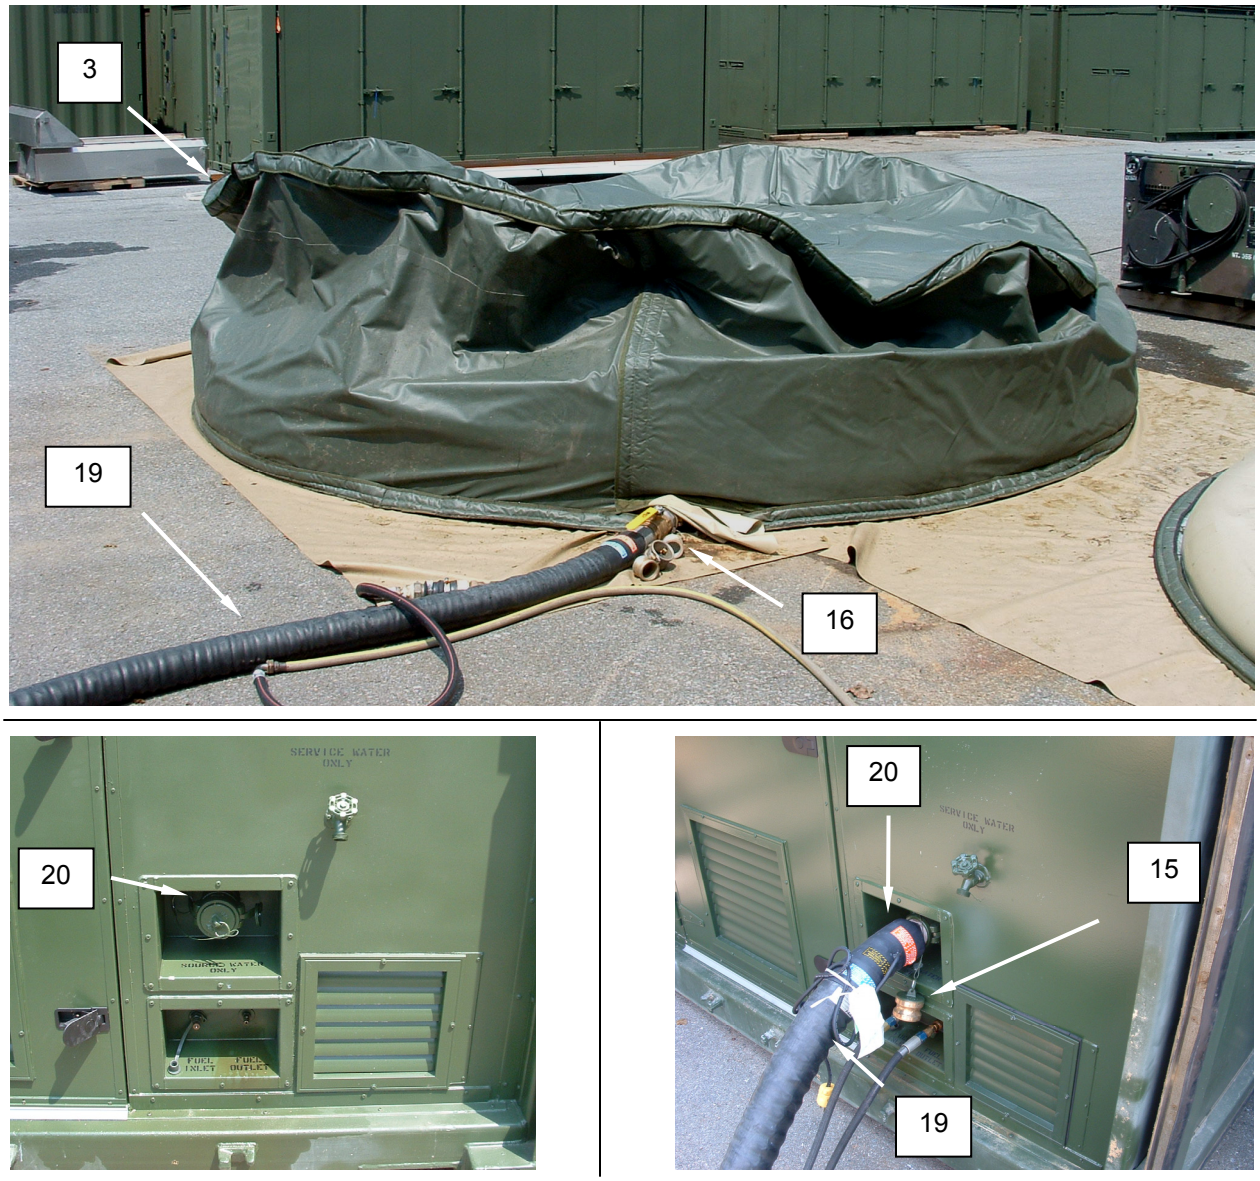

Figure 7. Set Up the Source Water 3000-Gallon Water Tank.
4. Lay out the 2-in. x 20-ft cold water supply hose **(Figure 7, Item 19)** from the water inlet connection **(Figure 7, Item 20)** on the service panel at the washer end of the CBL to the connector on the water shutoff valve **(Figure 7, Item 16)**.
5. Remove the dust cap **(Figure 7, Item 15)** from the hose and water inlet connection **(Figure 7, Item 20)** on the service panel and connect hose **(Figure 7, Item 19)**. Remove the dust cap from the hose and connect the hose to the connection on the water shutoff valve **(Figure 7, Item 16)**.
6. Fill the water bag **(Figure 7, Item 3)** with water from an approved source.
7. Open the water shutoff valve **(Figure 7, Item 16)**.